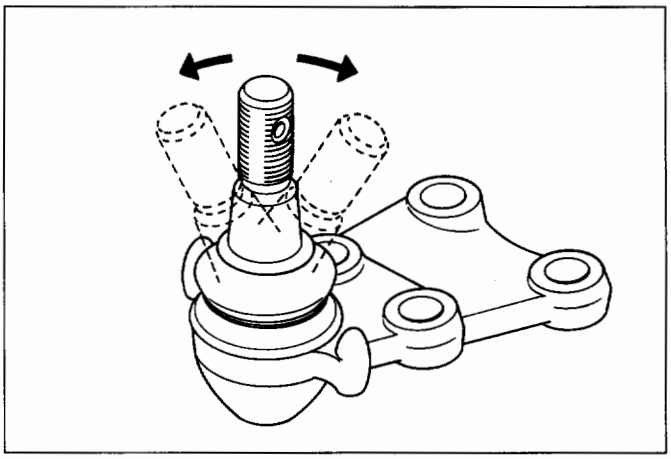

Fig. 3C-42
- After moving the ball joint 4 or 5 times, attach nut the measure the preload (Fig. 3C-43).